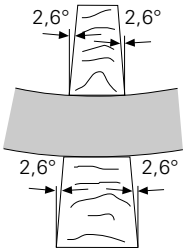
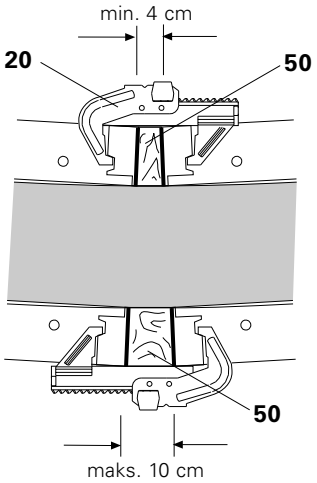

Rys. A17.01
Rys. A17.02
- W celu zachowania efektywnego połączenia za pomocą zamka BFD (20), kąt między bokiem płyty a osią krawędziaka nie może przekraczać 2,6˚. (Rys. A17.01)
- Minimalna szerokość krawędziaka wewnętrznego (50) = 4 cm.
- Maksymalna szerokość krawędziaka zewnętrznego (50) = 10 cm. (Rys. A17.02)